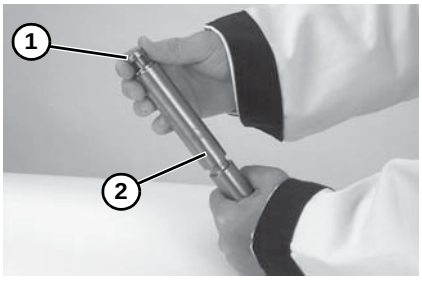

Figure 54
2. Slide bearing **(Figure 54, item 1)** onto spindle **(Figure 54, item 2)**.